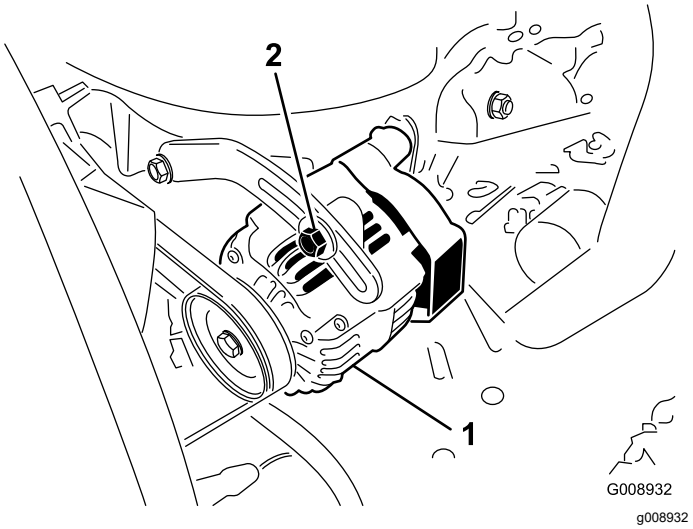

Rysunek 91
2. Jeżeli ugięcie nie wynosi 10 mm, poluzuj śruby mocujące alternator (Rysunek 91).